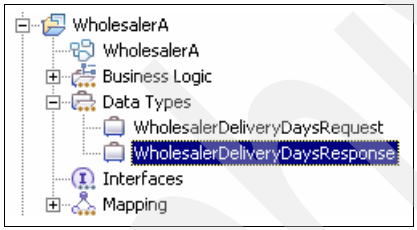

Figure A-10 Business Integration view showing first two business objects
d. Press Ctrl+S to save the business object and close the Business Object Editor. Your Business Integration view should now look like the example in Figure A-10.